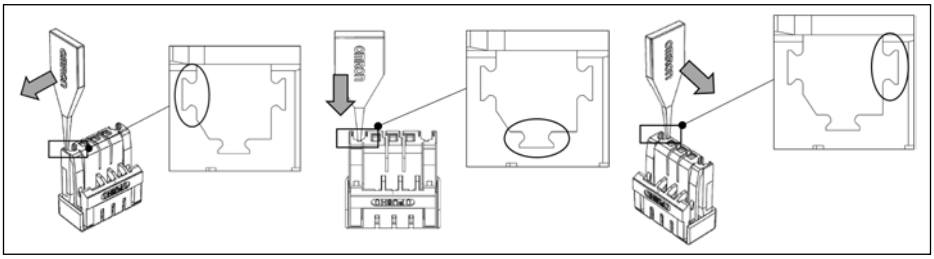

図2
(2)コーディングキーのOMRONロゴとコネクタの挿入穴を図2の向きに合わせた状態で、コーディングキーをまっすぐ奥まで押し込んでください。